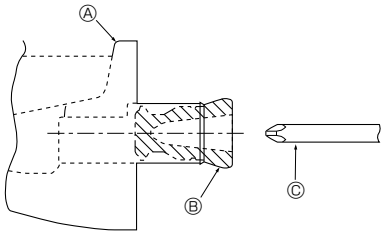

Fig. 5-1
- Si vous installez le tuyau sur le côté gauche, soyez sûr d'insérer le bouchon en caoutchouc dans l'orifice d'évacuation droit. (Fig. 5-1)